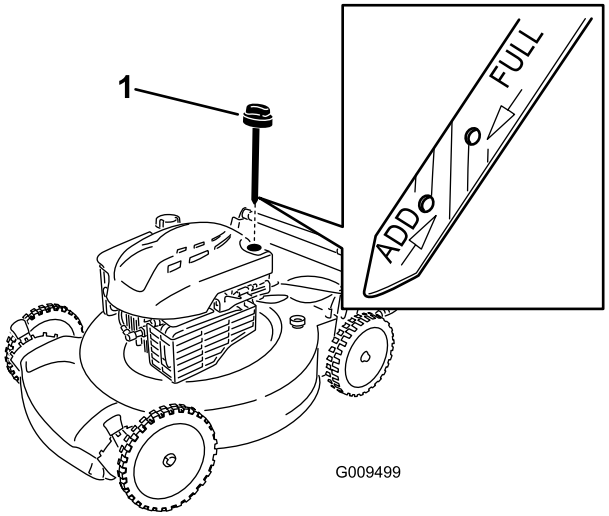

Figure 4
2. Dévissez le bouchon et sortez la jauge (Figure 4).
Remarque: Si le niveau n'atteint pas le repère **minimum** (Add) de la jauge, versez **lentement** une quantité d'huile suffisante dans le goulot de remplissage, patientez 3 minutes et répétez les opérations 3 à 5 jusqu'à ce que le niveau d'huile atteigne le repère **maximum** (Full) (Figure 4).